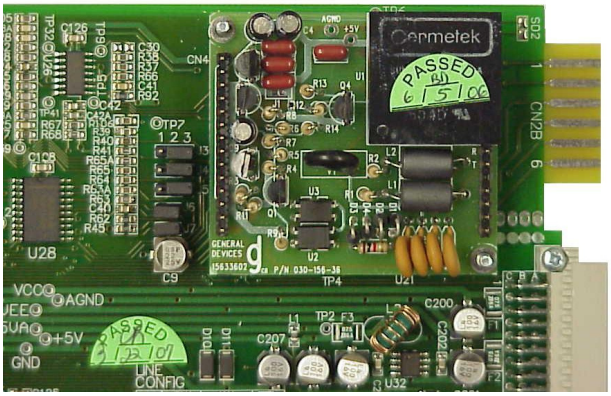

Fig 1: STL Module
2. Locate the STL module on the upper right of the TR card (Figure 1). Unscrew the two Keps nuts using a ¼ inch Nut Driver. Then remove the STL module from the connectors on the TR card.